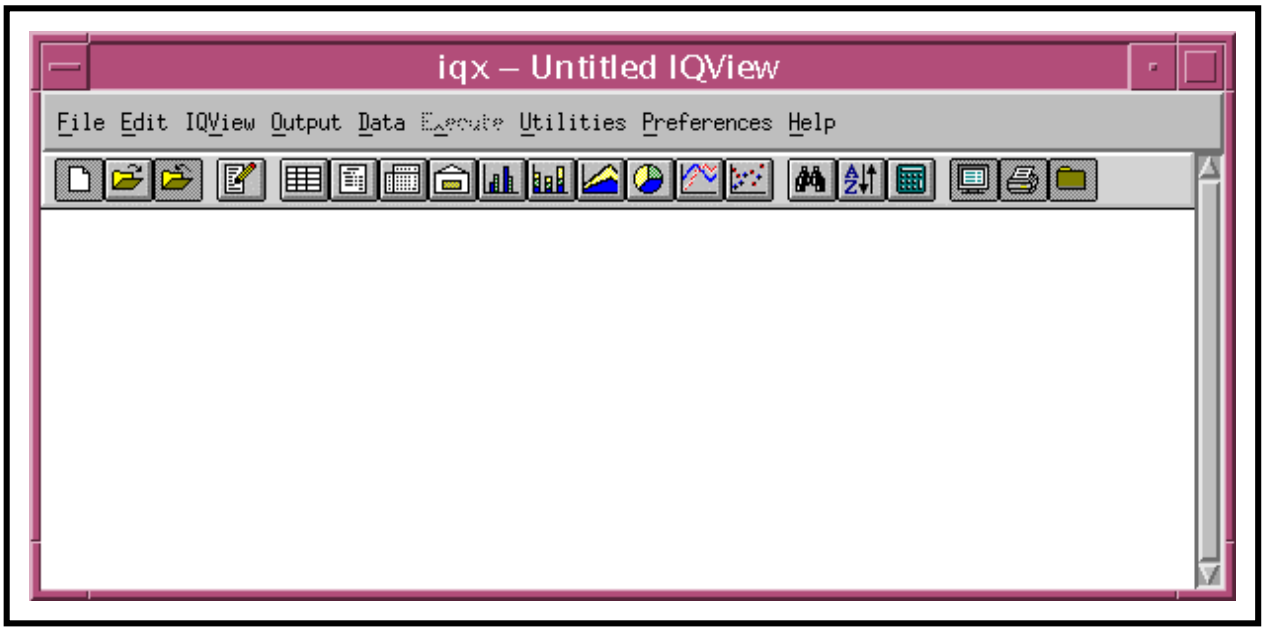
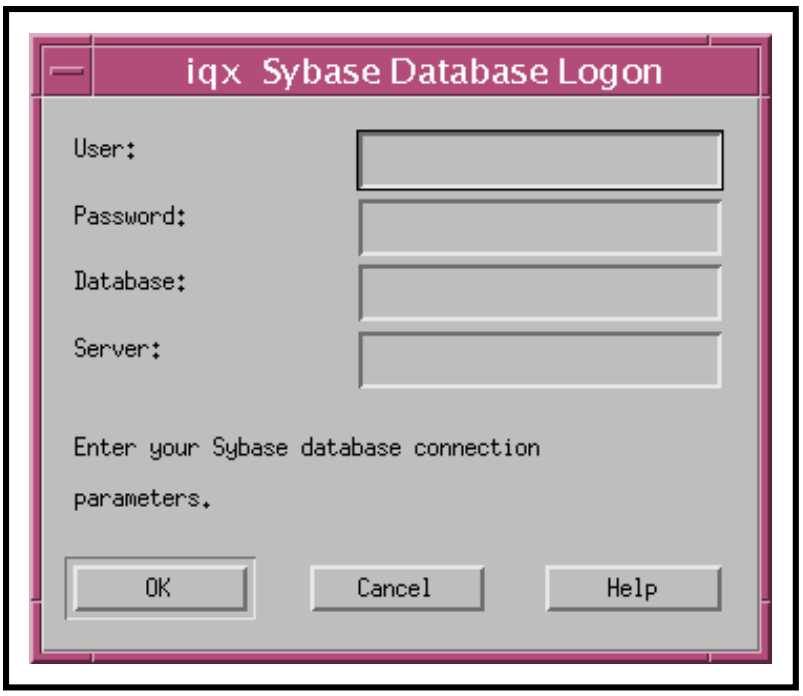
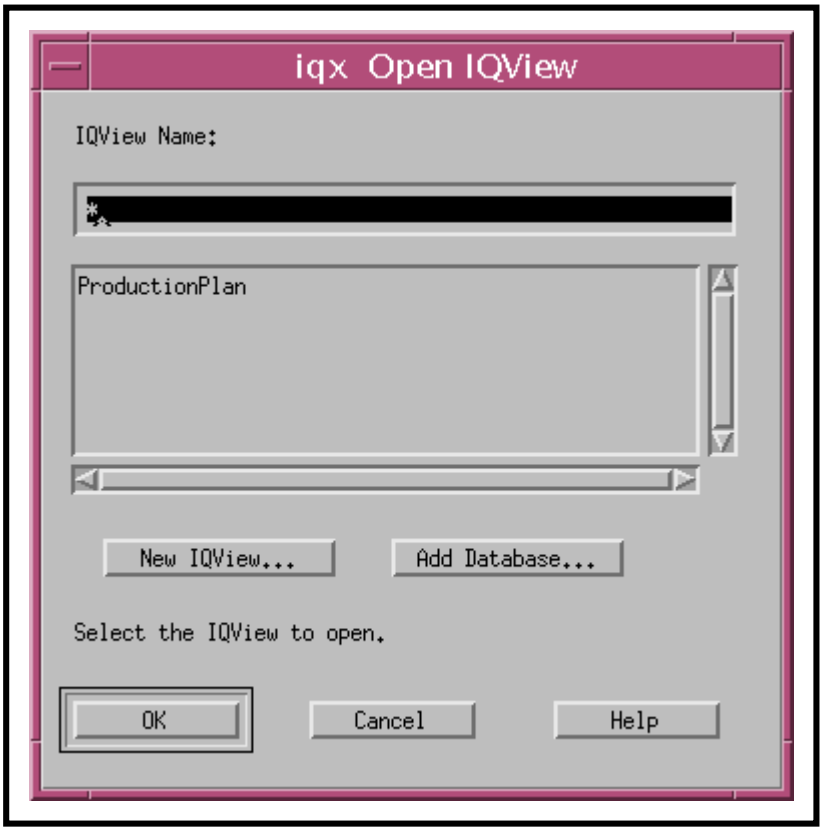

Figure 46. iqx IQView GUI
Figure 47. iqx Sybase Database Logon GUI
Figure 48. iqx Open IQView GUI
- *The iqx IQView GUI (Figure 46) and either the iqx Sybase Database Logon GUI (Figure 47) or iqx Open IQView GUI (Figure 48) are displayed.*
- *If IQViews have been defined previously, they are listed on the iqx Open IQView GUI (Figure 48); otherwise, a list of database tables is displayed.*
- The **iqx IQView** GUI (Figure 46) and either the **iqx Sybase Database Logon** GUI (Figure 47) or **iqx Open IQView** GUI (Figure 48) are displayed.
10 If the **iqx Sybase Database Logon** GUI (Figure 47) is displayed, go to Step 16.
11 If the **iqx Open IQView** GUI (Figure 48) is displayed and the desired IQView has been defined previously, perform Steps 12 through 14; otherwise, go to Step 15.
- *The iqx Sybase Database Logon GUI (Figure 47) is displayed.*
15 If the **iqx Open IQView** GUI (Figure 48) is displayed and the desired IQView has not been defined previously, click on the **Add Database…** button.
16 When the **iqx Sybase Database Logon** GUI (Figure 47) is displayed, type the appropriate entries in the following fields:
- *Either the iqx Open IQView GUI (Figure 46) or the iqx IQView GUI (Figure 47) is displayed.*
18 If the **iqx Open IQView** GUI (Figure 48) is displayed, continue with Step 19; if the **iqx IQView** GUI (Figure 46) is displayed, go to Step 22.
- *The iqx IQView GUI (Figure 46) is displayed.*